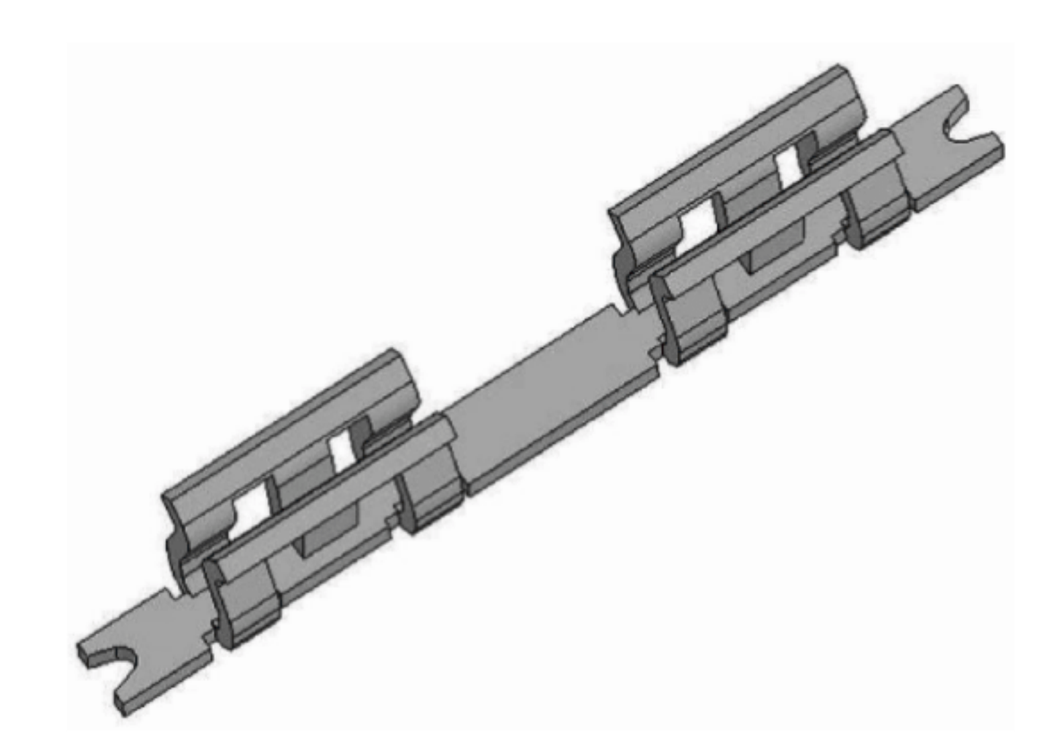

图 4-18 屏蔽罩夹子
(3) Cover+Clip 屏蔽罩:即由盖子和屏蔽罩夹子组成。使用屏蔽罩夹子来代替支架,可以省去支架的开模成本,同时方便后期检修。缺点是卡扣的夹持力有待考究,在振动强度大的场景下不宜采用。屏蔽罩夹子如图 4-18 所示。